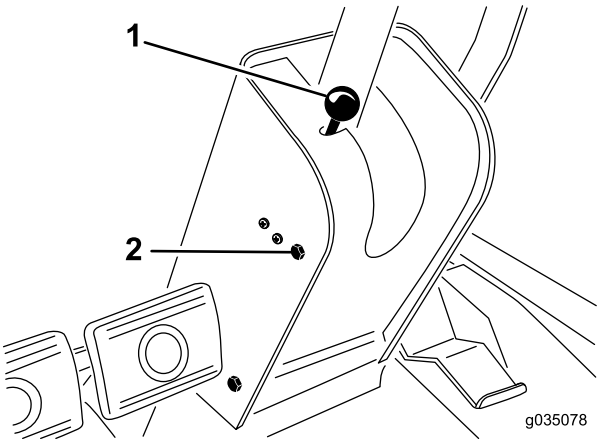

**Figur 32**
1. Ta bort knoppen från parkeringsbromsen och skruvarna från styrkolonnkåpan (Figur 32).